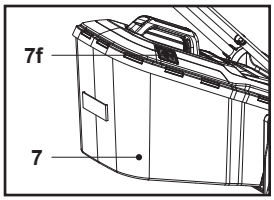

**Rys. 13**
2. Gdy klapka (7f) jest zamknięta, kosz na trawę (7) jest pełny i należy go opróżnić (rys. 13).